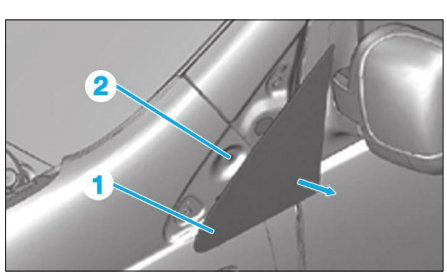

**Fig. 86**
• Dégrafer l'enjoliver (1) **(Fig.86)**.
• Déposer la vis (2).